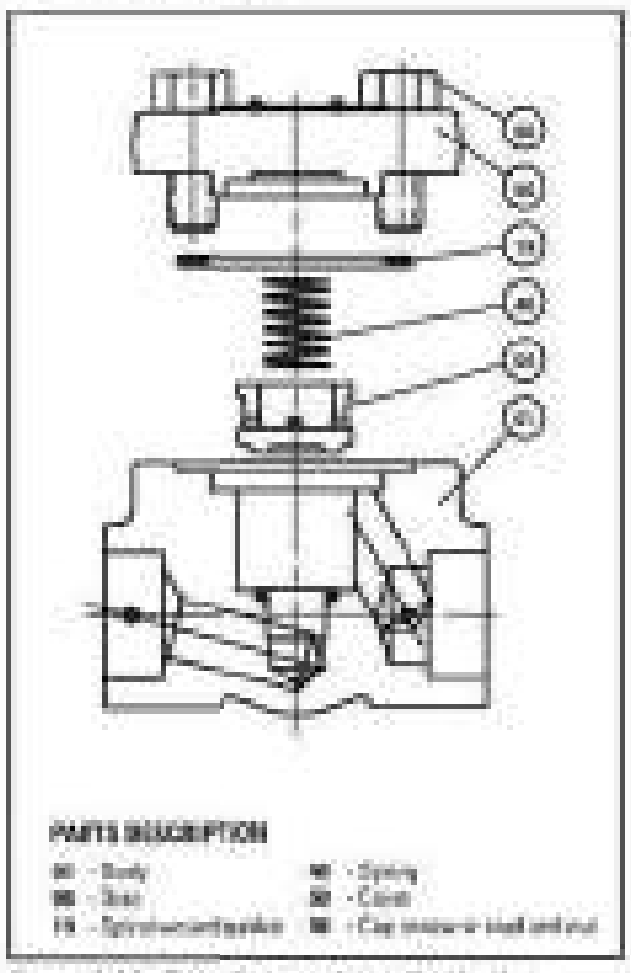

Figure 8.2A *Bolted cover piston check valve exploded view*
The disassembly instructions below cover all of Velan's small bolted cover piston or ball check and stop-check valves. As the general disassembly progresses, place matching marks on parts so that the same parts will be used at reassembly (refer to Figures 8.2A and 8.2B).
2. Once all the cap screws (nuts) are removed, the entire cover can be lifted off the valve body as shown in *Figures 8.2A, 8.2B, and 8.2C*.
3. Remove used spiral wound gasket (19).
4. Lift spring (40) and piston disc or ball (06).